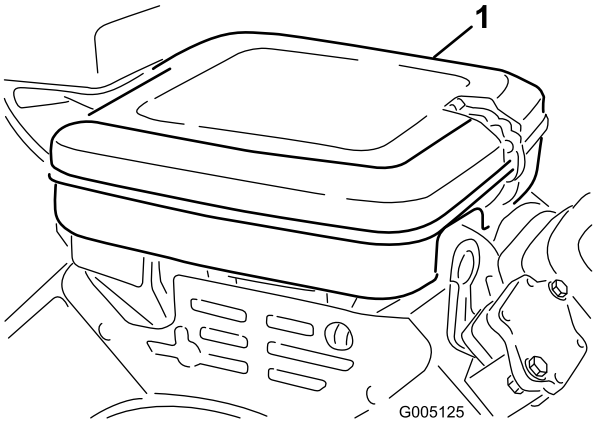

Bild 44
1. Lösen Sie die Verschlussclips und entfernen die Luftfilterabdeckung (Bild 44). Reinigen Sie die Abdeckung gründlich.